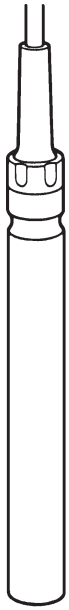
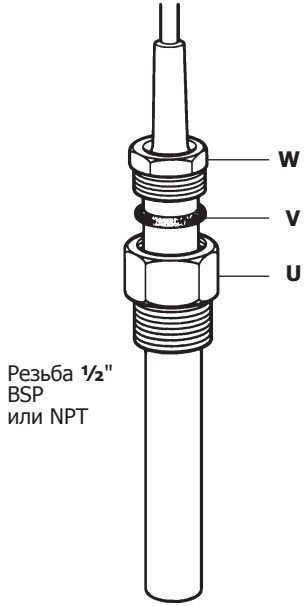
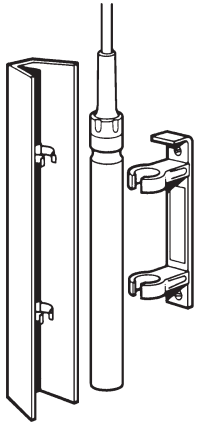

Рис. 3
Рис. 4
Рис. 7
Датчик температуры показан на рис.3. Обычно он поставляется с адаптером для установки (рис.4), который состоит из ниппеля (U), уплотнительного кольца (V) и нажимной гайки (W).
Если необходимо использовать открытый датчик, как это показано на рис.3, то адаптер может быть снят. Для этого отверните нажимную гайку (W) от ниппеля рис.4 и снимите каждую деталь отдельно через датчик.
Там где регулятор 37D используется для регулирования температуры воздуха в помещении, может использоваться или открытый датчик (рис. 3), или датчик с защитным кожухом (рис. 7).